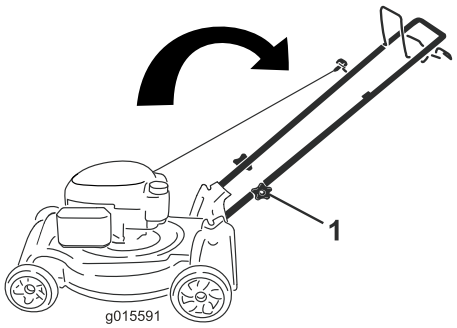

Figur 31
1. Lossa handtagsreglagen tills du kan röra handtaget fritt (Figur 31).
1. Handtagsreglage (2)
2. För handtaget framåt enligt Figur 31.